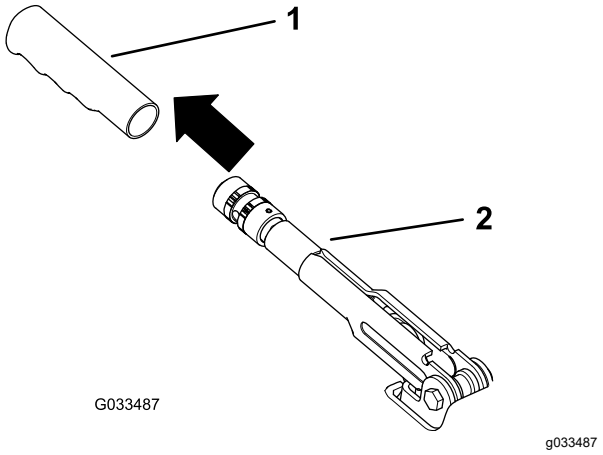

Figura 58
1. Retire a pega de borracha da alavanca do travão de estacionamento (Figura 58).
5. Coloque a pega de borracha na alavanca do travão de estacionamento (Figura 58).